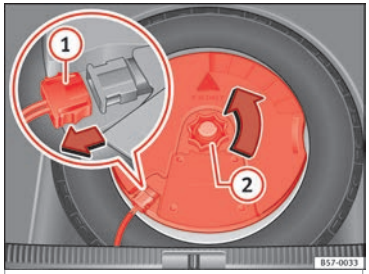

Fig. 247 In the luggage compartment: remove the subwoofer.
- Disconnect the *subwoofer* ››› Fig. 247 ① speaker cable.
- Turn the securing wheel in an anti-clockwise direction ››› Fig. 247 ②.